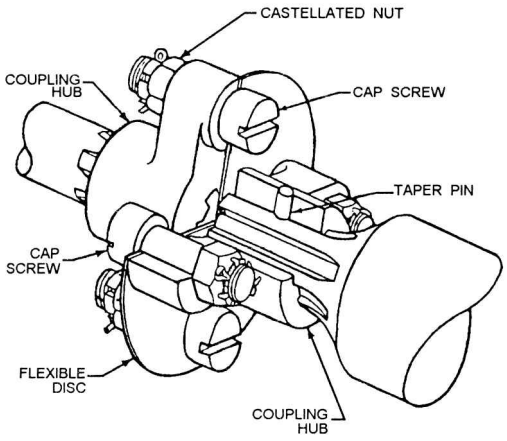

Figure 11-18.—Flexible coupling.
2. The flexible coupling (fig. 11-18), which connects two shafts by a metal disk. Two coupling hubs,